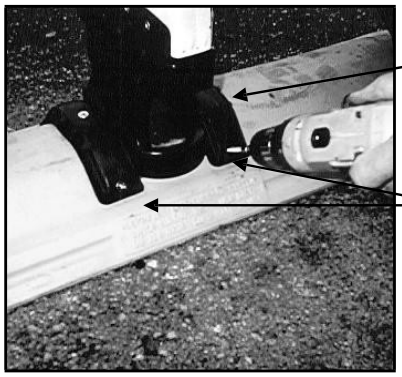

Fig 10
8. Repeat the process with a second black Securing Arc on the other side of the reboundable Flex Boot (Fig 10). Continue the process of installing two S65 black Securing Arcs for each marker/bollard's reboundable Flex Boot.